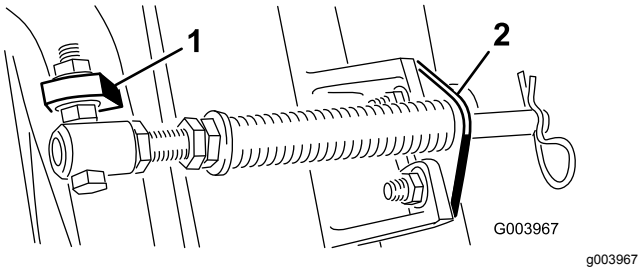

Figur 6
Bemærk: Placer boltens hoved på tappens udvendige side som vist i Figur 6.
D. Monter stangbeslaget på klippeenhedens tapper med bræddebolte og møtrikker (Figur 6).